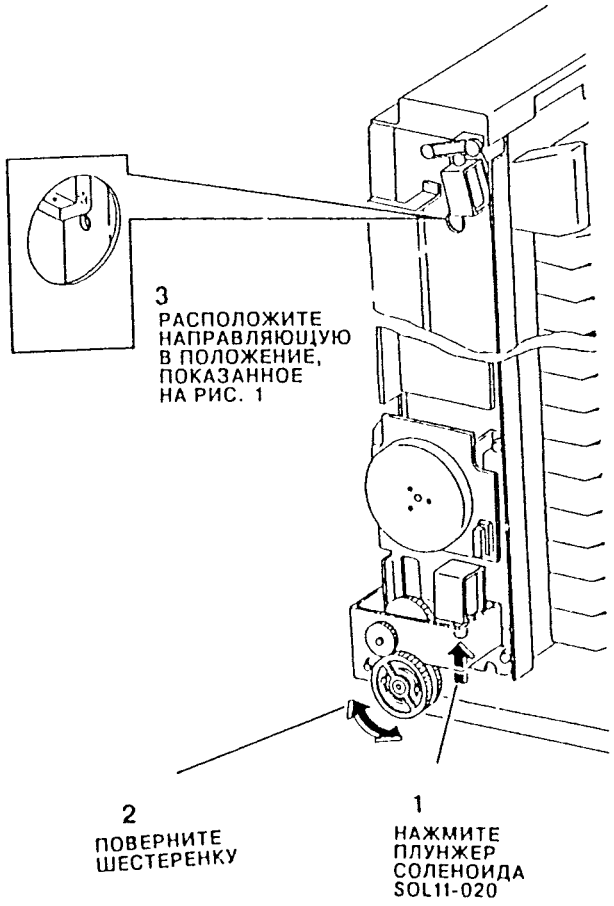

Рис. 2. Регулировка положения направляющей
1. Переместите направляющую в правильное положение (Рис. 2).